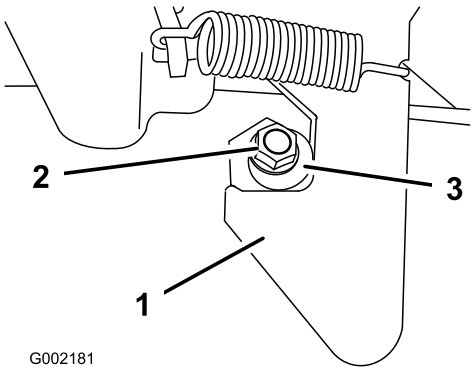

Rysunek 67
1. Poluzuj przeciwnakrętkę na końcu słupka zaczepu (Rysunek 67).
2. Przekręć słupek zaczepu w prawo, aż będzie ściśle przylegał do haka zaczepu (Rysunek 67).